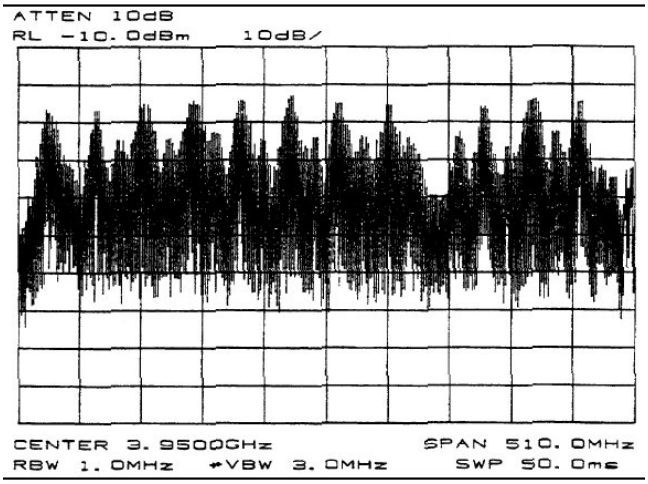
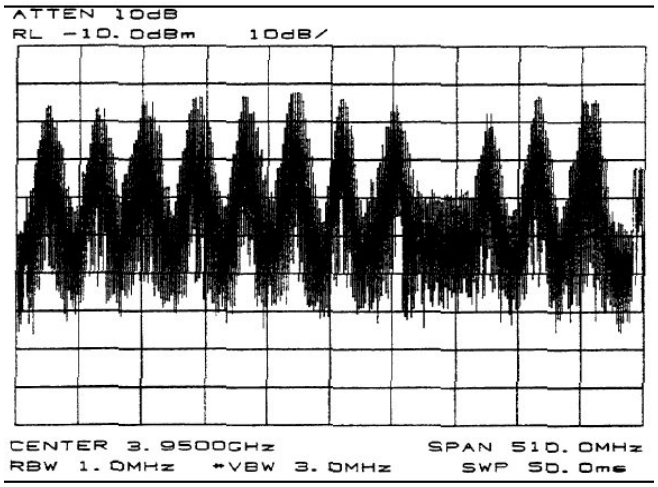

Figure 3-5: Maximizing Odd Transponders
Figure 3-6: Optimum Polarization Settings
Step 9: With all 24 transponder signals of approximately equal amplitude appearing on the Spectrum Analyzer screen, determine the specific antenna system and satellite parameters. Rotate the feed assembly as required until the appropriate (odd or even) transponder signals have been maximized. Figure 3-5 shows maximizing odd transponders. Figure 3-6 shows optimum Polarization settings.
Before proceeding, Azimuth and Elevation patterns should be conducted to determine what adjustments need to be made. The goal is to achieve a high peak on the main lobe, and even distances between the main lobe and side lobes as shown in Figure 3-6.